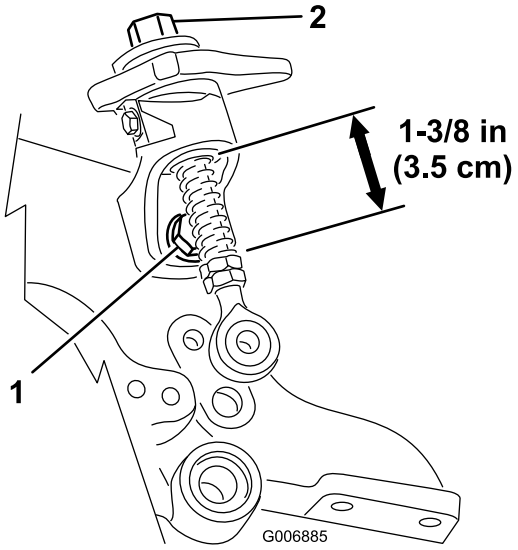

Figuur 45
2. Draai de snelbevestigingsbout los en zorg dat de draadstang is uitgelijnd en niet vastzit aan de onderste snelhellingbaan (Figuur 45). Draai de bouten weer vast.
3. Controleer de lengte van de snelveren op de draadstangen. De lengte moet 3,5 cm bedragen (Figuur 45).
4. Als de instelknop voor de hoogte niet onbelemmerd kan draaien is de lagerbus wellicht vies (Figuur 45). Reinig indien nodig de lagerbus.